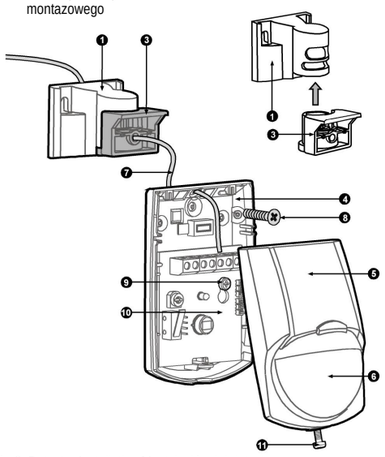

Fig 3 Detector Installation I Instalación del detector
1. To remove the front cover (Fig. 3), unscrew the holding screw (Fig. 3 - 11) and gently raise the front cover.
2. To remove the PC board, carefully unscrew the holding screw (Fig. 3 - 9) located on the PC board (Fig.3 - 10).
1. Per togliere il coperchio (Fig. 3), svitare la vite di bloccaggio (Fig. 3 – 11) e sollevare il coperchio con delicatezza.
2. Per rimuovere il circuito stampato, svitare con delicatezza la vite di bloccaggio (Fig. 3 – 9) che si trova sulla scheda (Fig. 3 – 10)